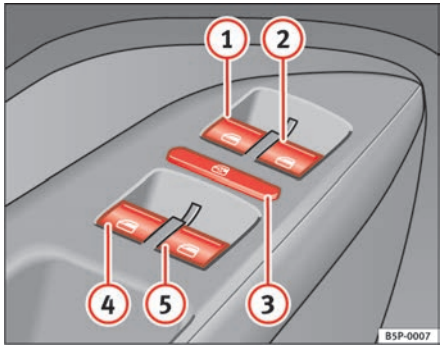

Fig. 68 Detail of driver door: controls for the front and rear windows
The buttons ⇒ page 104, fig. 68 (1) and (2) have two levels for opening the window and two for closing it. This makes it easier to open and close windows to the desired position.